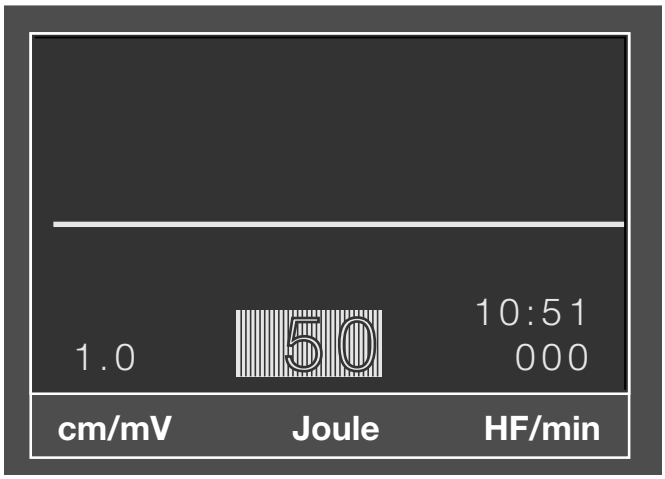

Bild 4-7. Anzeige der gespeicherten Energie
- Lösen Sie den Speichervorgang mit einer der Tasten ❶ oder ❽ an den Paddles aus.
- Sobald der Speichervorgang beendet ist, ertönt ein Piepton und im Display wird die gespeicherte Energie invers (Hintergrund hell) angezeigt (Bild 4-7).